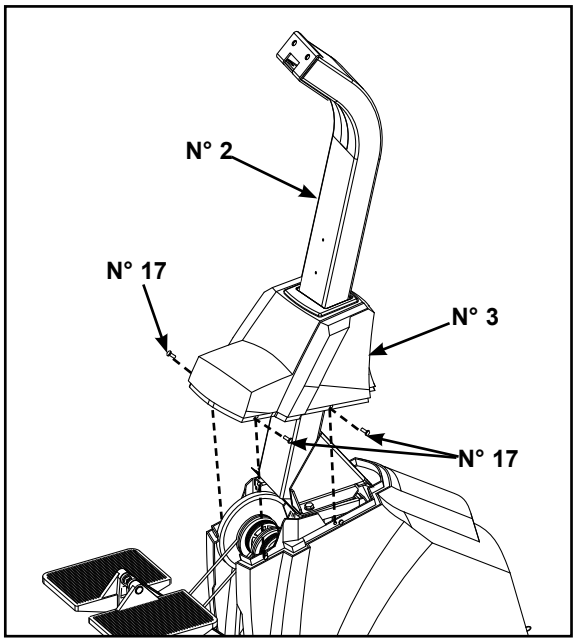

Figure 5
B. Faites glisser le collier (n° 3) du montant sur montant de l'afficheur (n° 2) fixez-le au socle (n° 1) à l'aide des quatre vis 10-24 x 3/4 po (n° 17), tel qu'illustré à la figure 5.